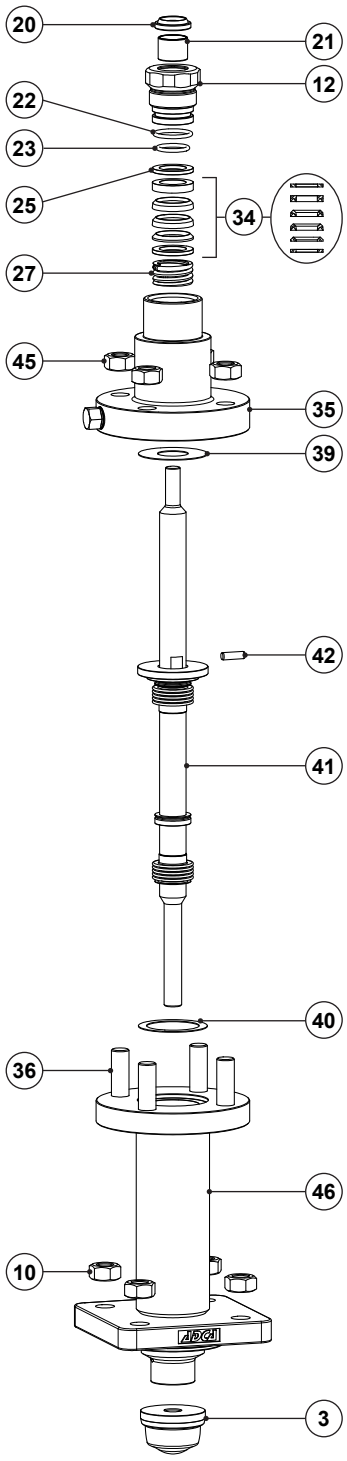

Fig. 12 - Bellows sealing (BV1)
1. Undo the nuts (45) gradually in a crisscross pattern and separate the bellows bonnet (35) from the bellows housing (46).
2. Unscrew the gland nut (12) and remove it carefully together with the O-rings (22, 23).
4. Apply a suitable lubricant to all steam sealing components and carefully slide them into the packing box according to Fig. 12.
5. Renew the scraper ring (20), plain bearing (21) and O-rings (22, 23) if necessary. Fit the O-rings (22, 23) and the gland nut (21), screwing it loosely.
6. Undo the nuts (10) gradually in a crisscross pattern and separate the bellows housing (46) from the valve body (1).
7. Firmly fix the valve plug (3) on a vise, fit a wrench on the two slits close to the locking pin (42) and unscrew the plug (3) from the stem (7).
8. Remove the valve stem (7) with the bellows (41) from the bellows housing (46).
10. Fix the new valve plug (3) on a vise with the thread facing up. The vise jaws should be griping the plug section with the largest diameter.
11. Fit a new gasket (39) and insert the new bellows (41) on the bellows housing (46).
12. Apply a suitable high temperature adhesive compound on the lower stem (7) thread and screw it onto the seat, tightening with 50 Nm (DN 15 to 50 – ½" to 2"), 120 Nm (DN 65 to 150 – 21/2" to 6") and 230 Nm (DN 200 – 8").
13. Insert the pin (42) onto the stem (7) and fit a new gasket (39).